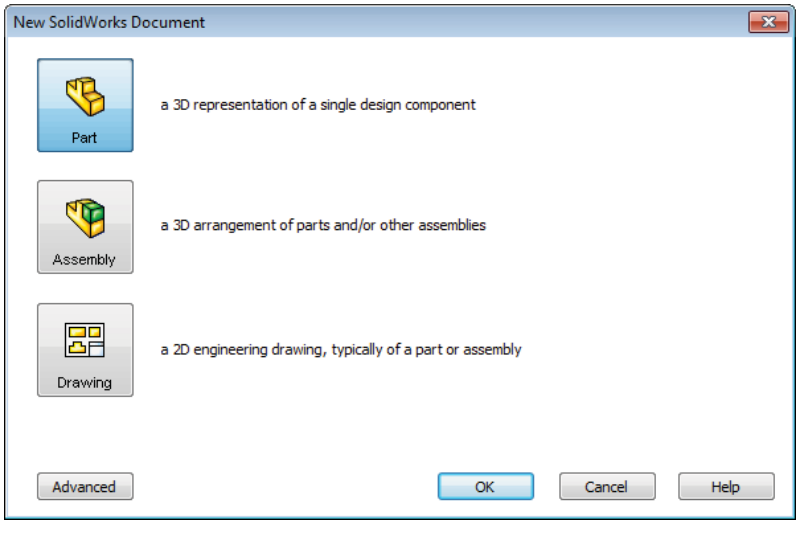

Figure 2-4 *The* ***New SolidWorks Document*** *dialog box*
2. In the **Getting Started** area of the **SolidWorks Resources** task pane, choose the **New Document** option to start a new file. Alternatively, choose the **New** button from the Menu Bar; the **New SolidWorks Document** dialog box is displayed, as shown in Figure 2-4.